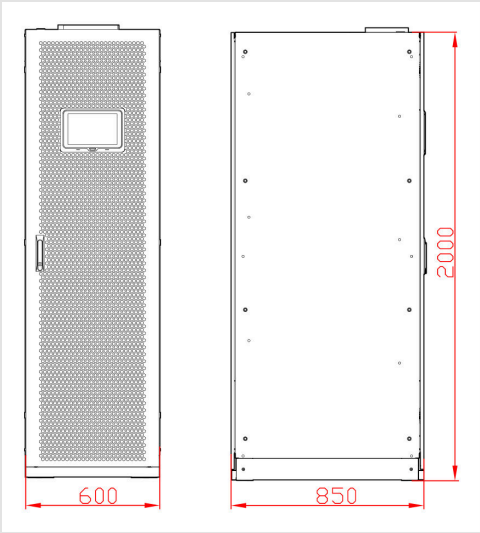

FIGURE 3-6 Cabinet size, mm (600 × 850 × 2,000 = 23.6 × 33.5 × 78.7 in)
1. Choose the location from the cabinet size (Figure 3-6) and the clearances (Section 3.4).